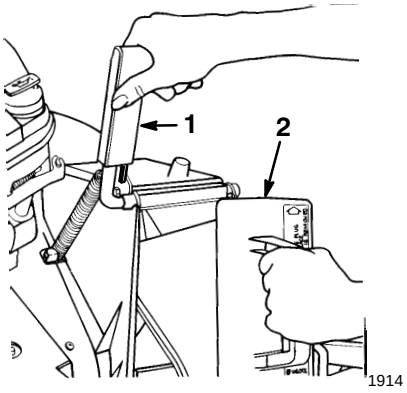

**Figure 5**
2. Open the discharge door by moving it rearward (Fig. 5).
4. Rotate the plug clockwise slightly while inserting it (Fig. 5).